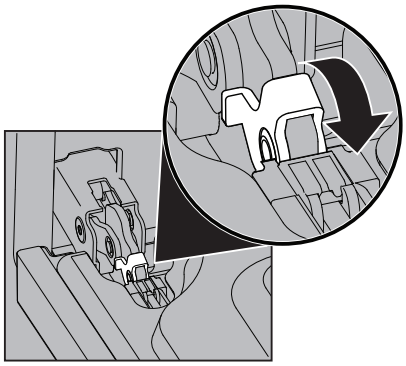
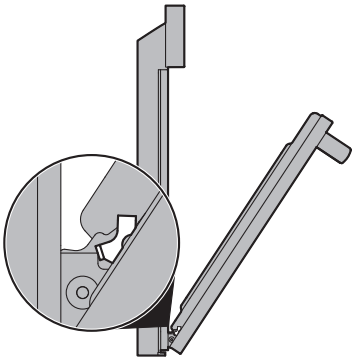

Figure 20: Serrure de charnière de porte
Figure 21: Position de retrait
2. Tirez vers l'avant le verrou situé sur chaque support de charnière du four jusqu'à ce que le verrou s'arrête. Vous devrez peut-être appliquer une petite pression vers le haut sur le verrou pour le tirer vers le haut (Figure 20 et Figure 21).
2. Tenez la porte du four au même angle que pour le retrait. Insérez avec précaution les leviers de charnière dans le cadre du four jusqu'à ce que vous sentiez que les leviers de charnière sont logés dans les encoches de charnière. Les bras de charnière doivent être entièrement insérés dans les encoches de charnière avant que la porte du four ne puisse être complètement ouverte. (Figure 21).